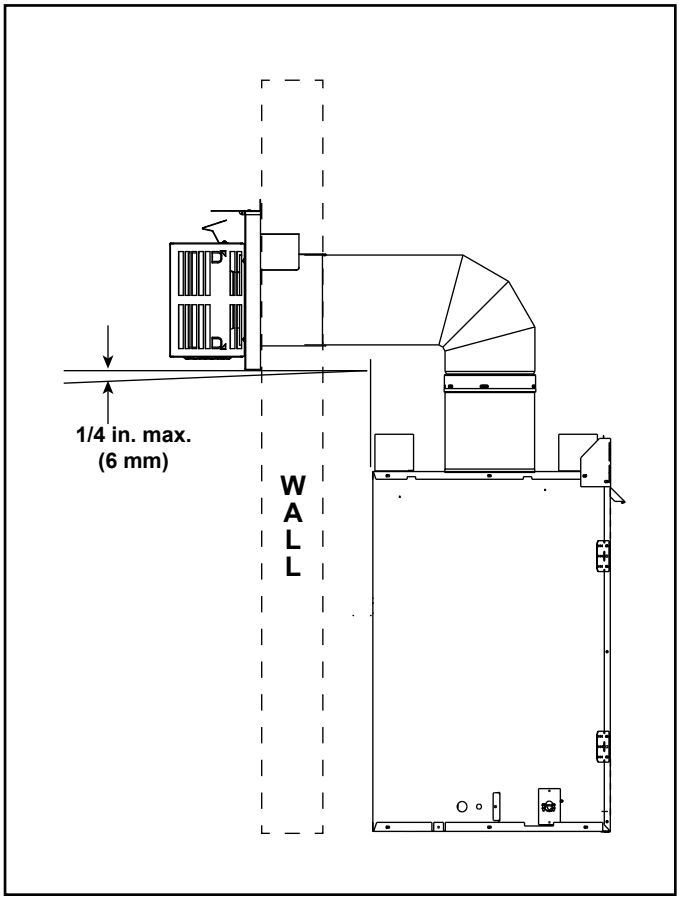

**Figure 4.8**
- Horizontal termination cap should have a 1/4 inch downward slant to allow any moisture in cap to be released. See Figure 4.8.